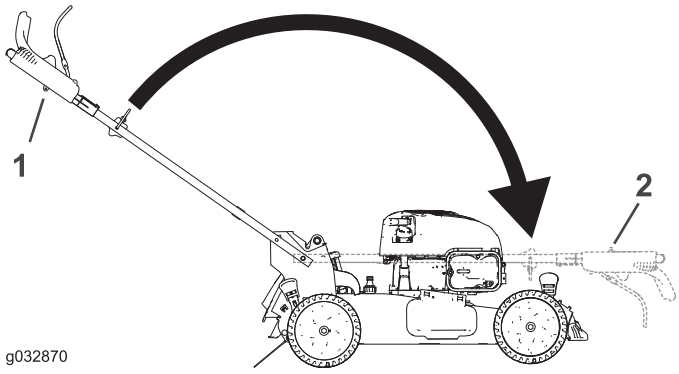

Figure 27
2. Repliez le guidon en le faisant pivoter en avant (Figure 27).